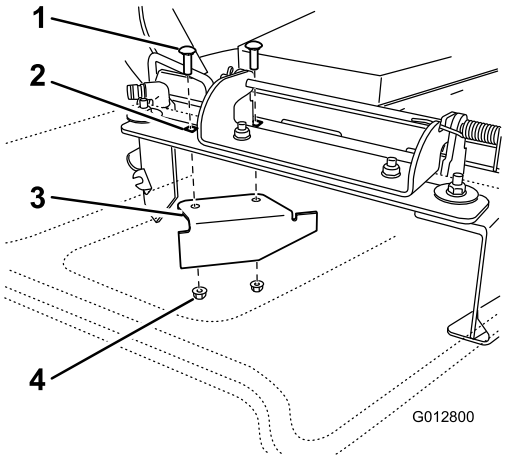

Figur 1
5. Finn kantskjermen på sideutslippsåpningen på klippeenheten (Figur 1).